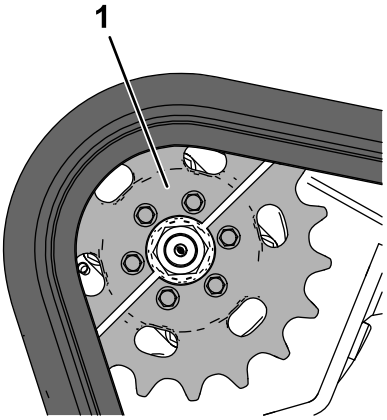

**Figuur 60**
2. Parkeer de machine op een horizontaal oppervlak en zorg er hierbij voor dat slechts 1 tandwielhelft aangrijpt op de rupsband (Figuur 60).